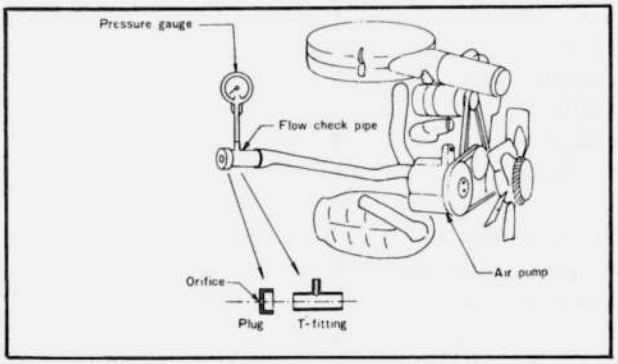

Fig. 1A–1 Checking air pump
6. Attach the **air pump gauge set** (49 2113 010A) as shown in Fig. 1A–1.